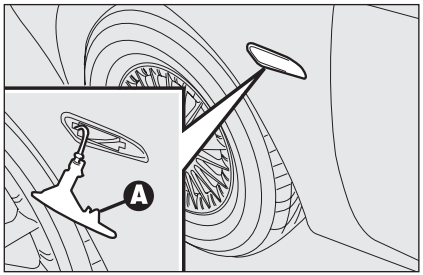

fig. 30 A0E0163m
- ❒ empuje la parte transparente en el sentido contrario a la dirección de marcha del coche, de forma que se comprima el gancho de fijación **A-fig. 30**. Suelte la parte anterior y saque el grupo;
- ❒ vuelva a montar el portalámparas **B** en la parte transparente **C** y coloque el grupo hasta oír el "clic" de bloqueo del gancho de fijación **A-fig. 30**.